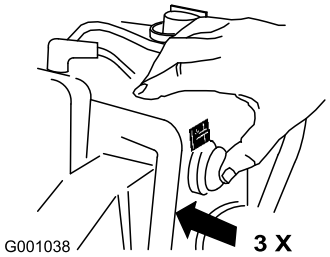

Figur 28
6. Snapsa genom att trycka in knappen ordentligt med tummen tre gånger, och hålla in knappen en sekund vid varje tryckning innan du släpper den igen (Figur 28).